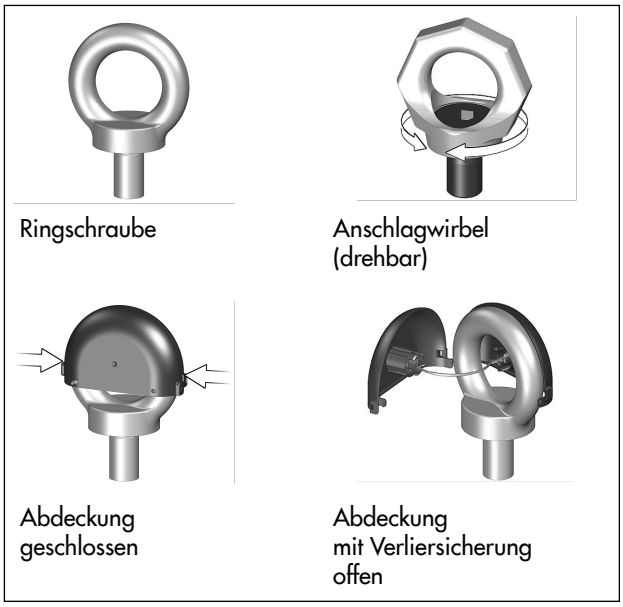

Bild 5: *Verliersicherung an Ringschraube/Anschlagwirbel*
1. Ringschraubenabdeckung durch leichten Druck auf die beiden seitlichen Klipsverbindungen öffnen und abnehmen, vgl. Bild 5.
6. Nach Montage: Hebeschlingen entfernen und Ringschraubenabdeckung wieder anbringen und schließen, vgl. Bild 5.